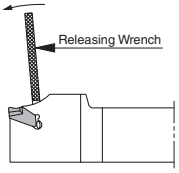

Fig. 2 How to detach inserts
2. Remove the insert with the supplied wrench. (Fig.2)